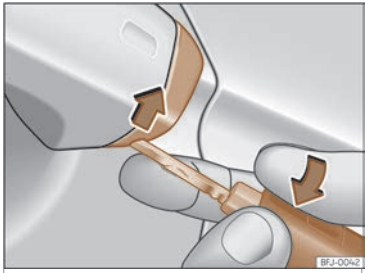

Fig. 74 Asa da porta do condutor:desprender a tapa facendo panca.
- Insira o espadín na abertura inferior da tapa da asa da porta do condutor››› fig. 74 e levante a tapa de abaixo arriba.